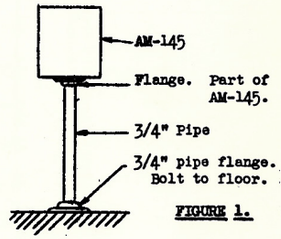

FIGURE 1.
B. On a Pipe Support. Where the front wall space is inadequate to install the cabinet in the regular manner it may be mounted on a pipe support away from the wall, as shown in Fig.1, the pipe support threading into a flange (3/4" pipe thread) provided in the bottom of the cabinet.